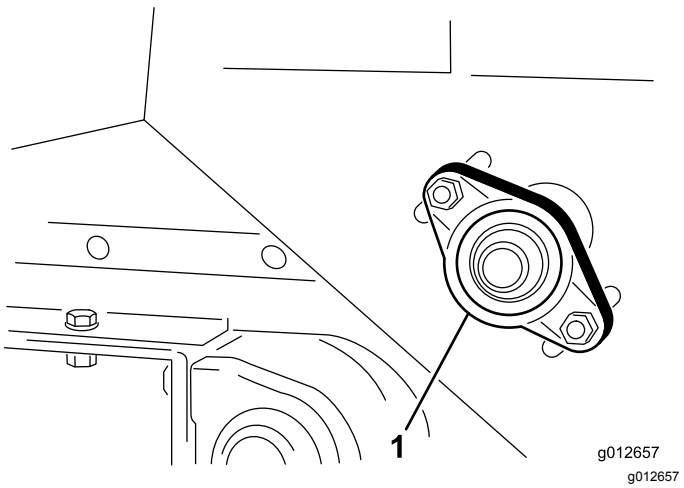

Figur 38
1. Løsne mutrene som fester lagerhuset (Figur 38), på høyre side av maskinen.